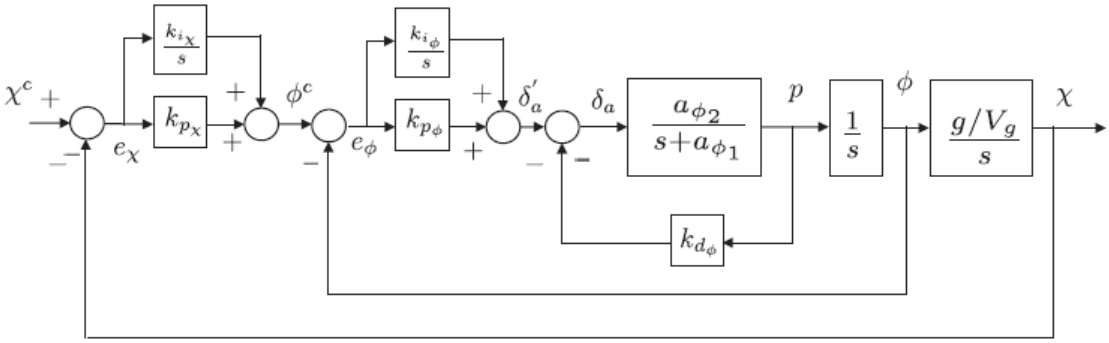

Figure 1: Course hold autopilot using successive loop closure.
1. We aim to control the aircraft's course angle using the commanded roll angle via the successive loop closure method. A schematic representation of the course hold autopilot is shown in Figure 1. The values of parameters a_{ϕ_1} and a_{ϕ_2} are given as 8.5 and 56.6, respectively. The maximum allowable error in the roll angle and the maximum aileron deflection are limited to 30° and 45°. Design the controller gains k_{p_ϕ}, k_{d_ϕ}, and k_{i_ϕ} for the inner loop to correspond to a damping ratio of 0.7. Then, by maintaining the same damping ratio and a bandwidth separation of 5, compute the values of gains k_{i_χ} and k_{p_χ}